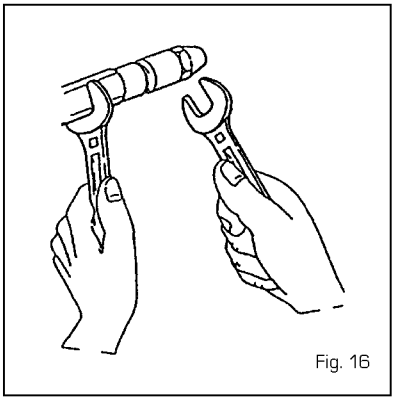

Fig. 16
4.5.3 Remplacement de le injecteur (fig. 16)
- Bloquer le porte-gicleur en utilisant une clé 19 et dévisser la buse à l'aide d'une clé 16 (fig. 16).